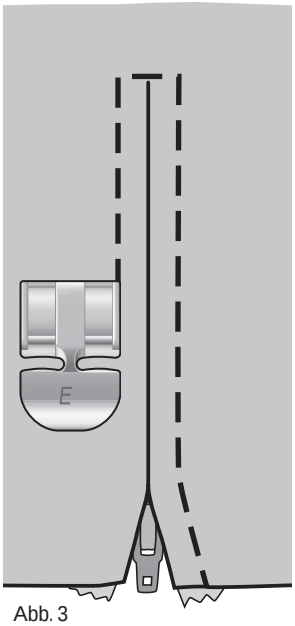

Abb. 3
6. Beginnen Sie am unteren Reißverschlussende zu nähen, drehen Sie den Stoff und nähen Sie dann die linke Seite des Reißverschlusses von unten nach oben an (s. Abb. 3).